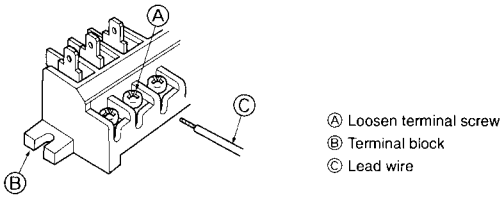

Fig. 7-6
- **Use care not to make mis-wiring. (Fig. 7-6)**